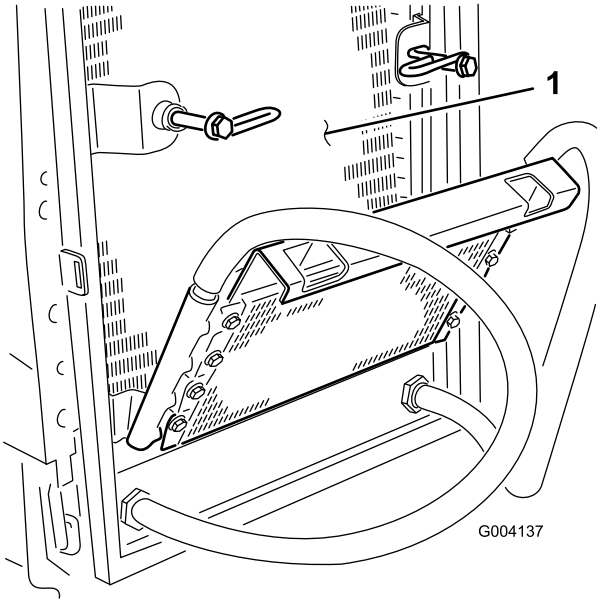

Figur 66
6. Rengör noga på båda sidor om oljekylaren och kylaren (Figur 66) med tryckluft.